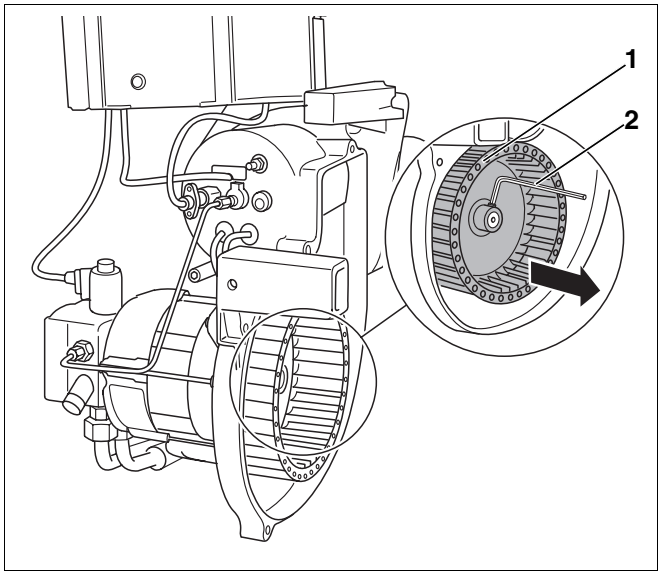

Rys. 30 Kontrola i ew. czyszczenie koła dmuchawy
- Odkręcić koło dmuchawy (rys. 30, **poz. 1**) za pomocą klucza imbusowego (rys. 30, **poz. 2**) i zdjąć z wału.
- Zamontować ponownie koło dmuchawy (rys. 30, **poz. 1**).